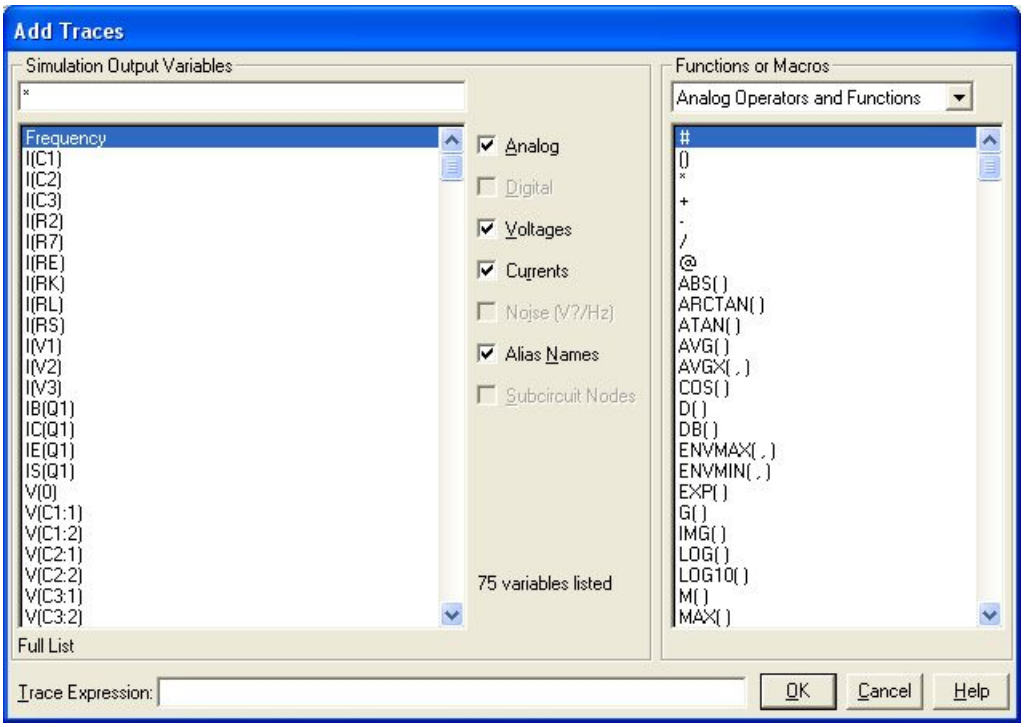

Рис. 26
2. Выбрать опцию **Add**, после чего откроется окно **Add traces** (рис. 26);
Probe не только отображает результаты моделирования в виде диаграмм, но и выполняет математическую обработку результатов, включая арифметические и алгебраические преобразования, преобразование Фурье, измерение параметров импульсов и т.д. Список математических операций, которые может выполнять Probe, приведен в правой части окна выбора переменных (рис. 26).